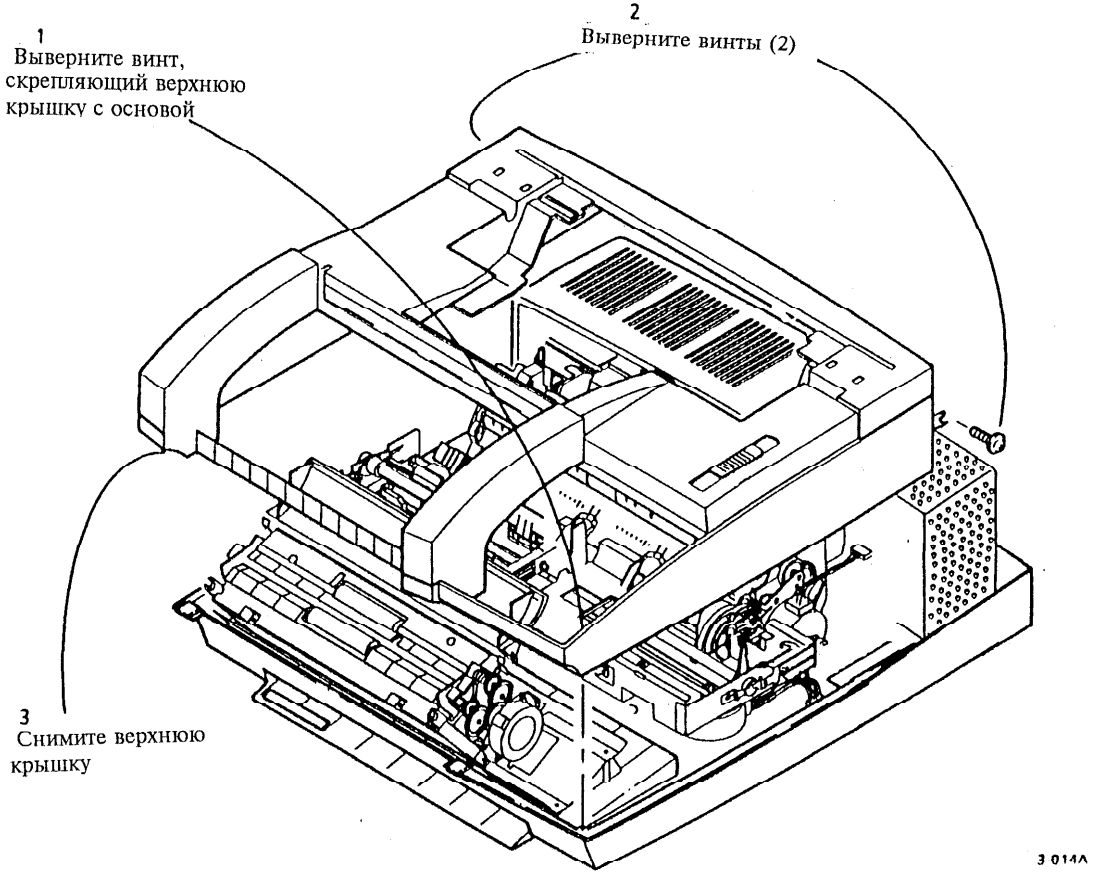

Рис. 2 Снятие верхней крышки
3. (Рис. 2): Снимите верхнюю крышку.